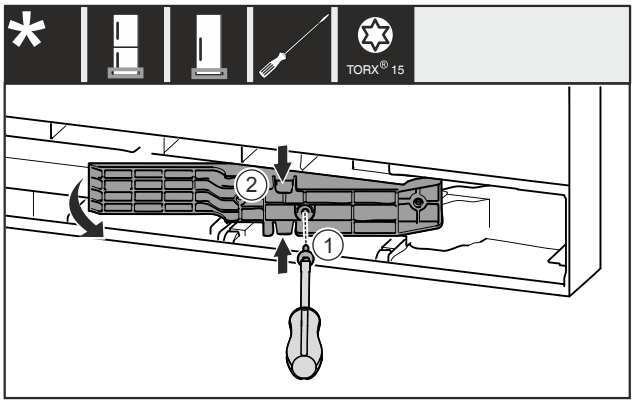

*Fig. 22 **
- ▶ Izņemiet skrūvi *Fig. 22 (1)*.*
- ▶ Viegli saspiediet adapteri *Fig. 22 (2)* augšā un apakšā un izvelciet ārā.*